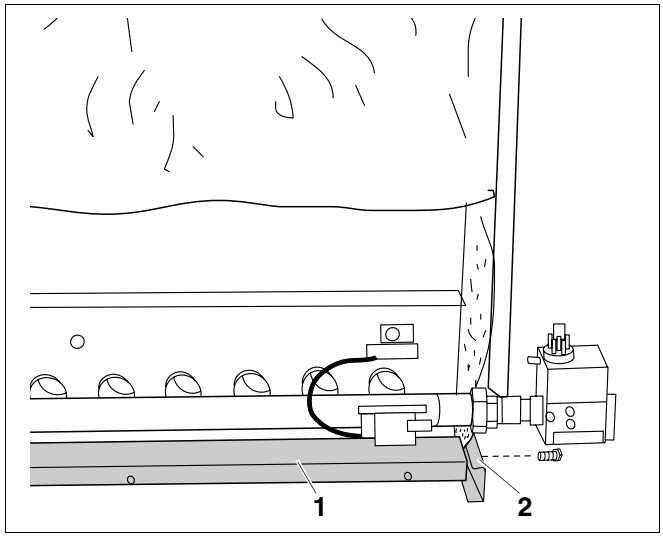

Рис. 53 Установка поперечной планки
- Закрепить поперечную планку (рис. 53, **поз. 2**) винтами с плоской головкой 3,9 x 9,5 на передней и задней сторонах продольной планки (рис. 53, **поз. 1**).